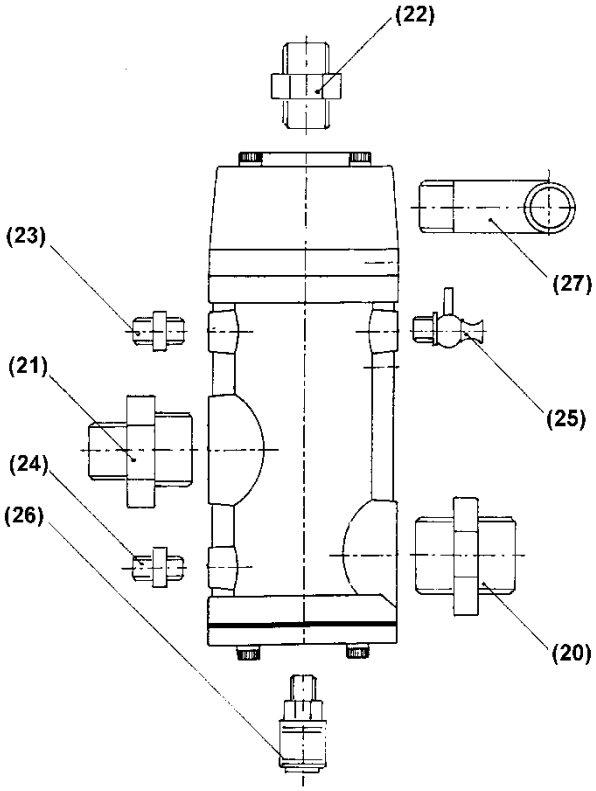
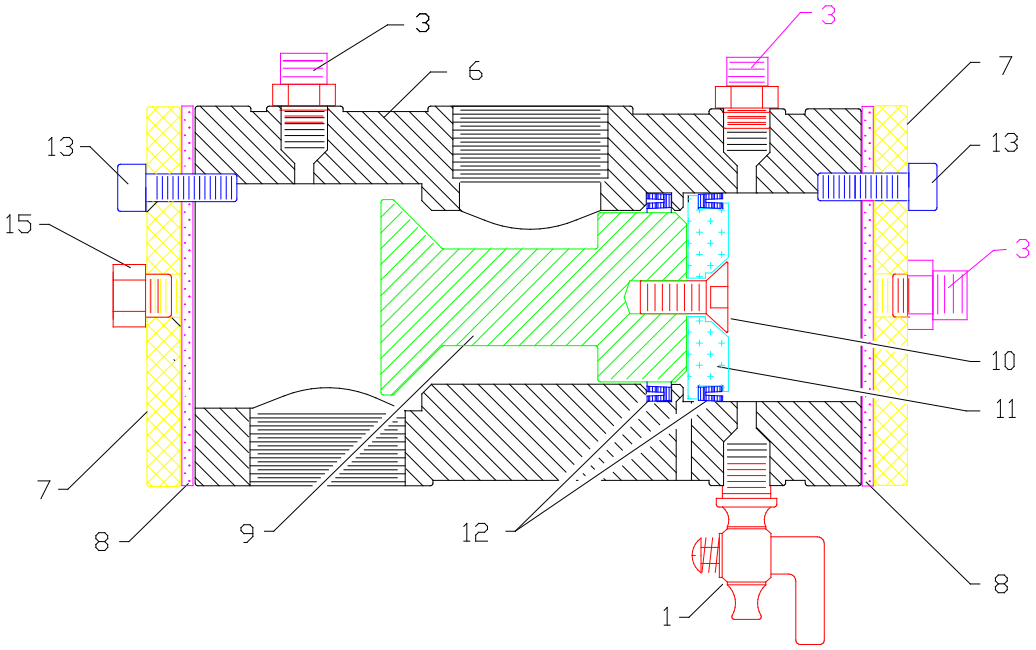
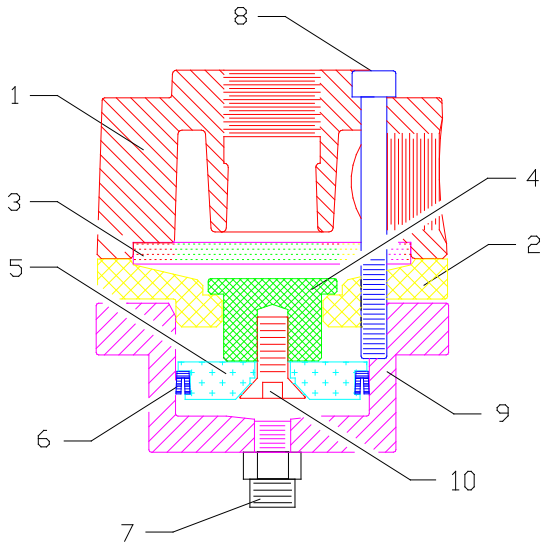

Figure 1 : RMS-2000 avec les raccords
Figure 3 : Pièces détachées du modèle RMS-1500
Figure 4 : Pièces détachées du modèle RMS-500
Après le raccordement de la cuve de sablage à l'alimentation en air comprimé, l'air comprimé est envoyé vers la poignée homme mort via le tuyau de commande à distance brun raccordé à l'ajutage (pos. 24, figure 1). Si l'opérateur appuie sur la poignée homme mort, l'air comprimé revient vers la vanne de commande à distance via le tuyau de commande à distance jaune (ajutage de la pos. 23, figure 1) et pousse le piston d'admission vers le bas (pos. 9, figure 3). L'air traverse alors la vanne et passe dans la cuve. Dans le même temps, le piston d'appui membrane (pos. 4, figure 4) est poussé contre la membrane (pos. 3, figure 4), ce qui ferme la ventilation. Le processus de sablage peut alors commencer. Si l'opérateur relâche la poignée homme mort, le tuyau jaune se vide de l'air qu'il contient via la poignée homme mort et le piston d'admission (pos. 9, figure 3) est poussé vers le haut, ce qui interrompt l'alimentation en air comprimé. La membrane (pos. 3, figure 4) s'ouvre en raison de la pression persistante dans la cuve, laquelle se vide de l'air qu'elle contient.
L'usure de la membrane (pos. 3, figure 4) de la vanne d'échappement doit être vérifiée **tous les six mois** ou après **300 heures de fonctionnement**. Il faut pour cela démonter la vanne d'échappement.